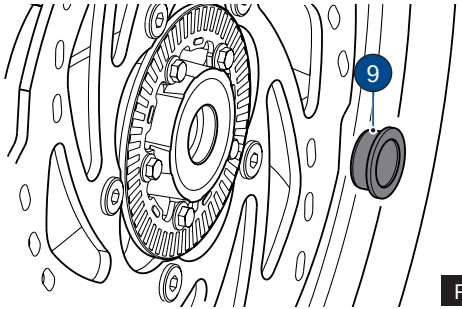

Fig. 76
- Take out the spacer bush (9) from the left side of the wheel hub **(ref. Fig. 76)**.
- Fix the spacer bush (9) on the left side of wheel hub **(ref. Fig. 76)**.